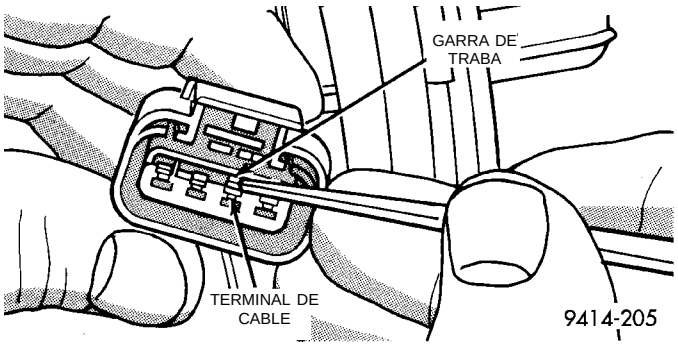

Fig. 25 Extracción de los cables del conector
(4) Presione para retirar del conector los terminales de señal y de conexión de masa del sensor de nivel (Fig. 25).